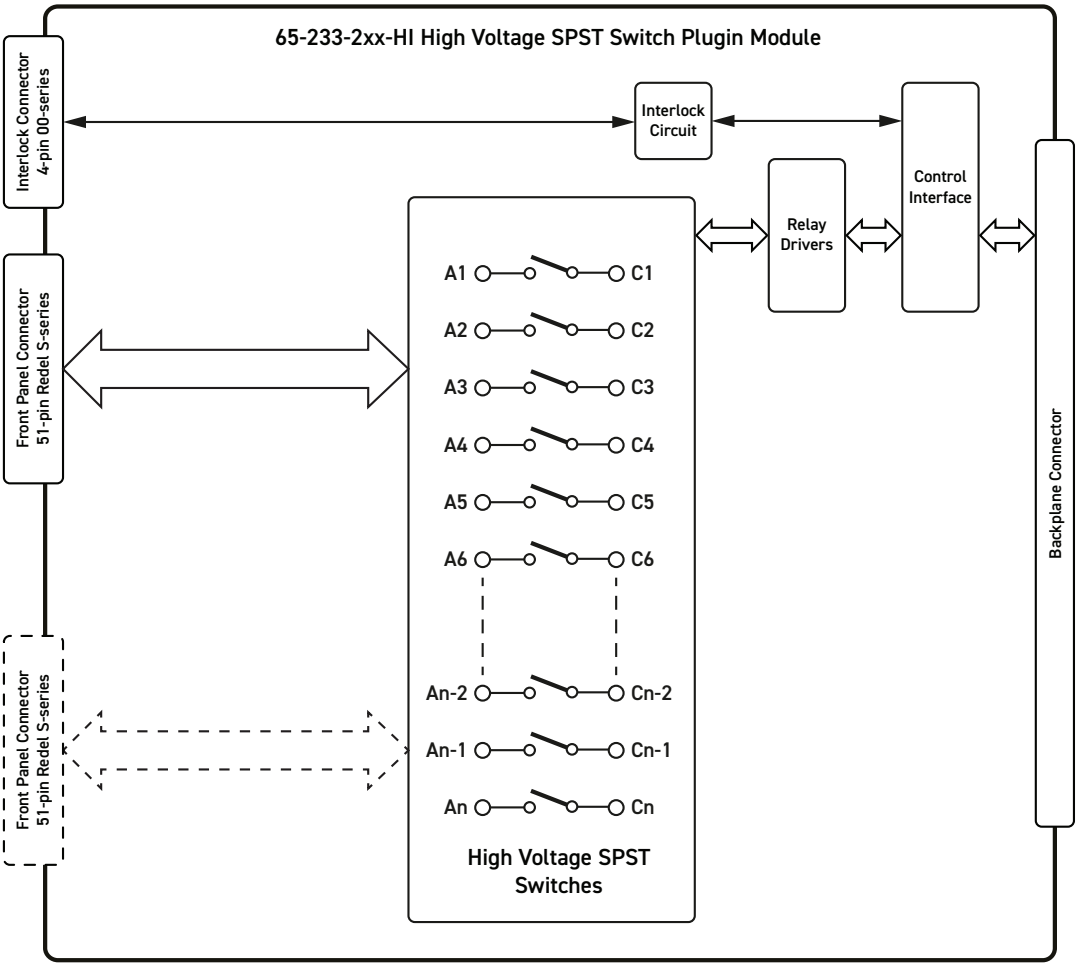

Figure 2-1. 65-233-2xx-HI High Voltage SPST Switch Plugin Module
- The 65-233-2xx-HI is a high voltage switching plugin module available in a range of configurations from 10xSPST to 50xSPST. Depending upon the configuration, either one or two front panel mounted 51-pin Redel S-series high voltage connectors carry the plugin's user connections. Due to the high voltage signals carried by these switches, the chassis backplane's analog buses are not used in this application. A hardware interlock function is included via a front panel mounted 4-pin connector. This allows normal operation if the appropriate pins are connected together and returns all relays to the default state if the connection is broken. The architecture of the high voltage SPST switch plugin module is shown in Figure 2-1. Diagrams for the switching configurations are shown in Section 1.